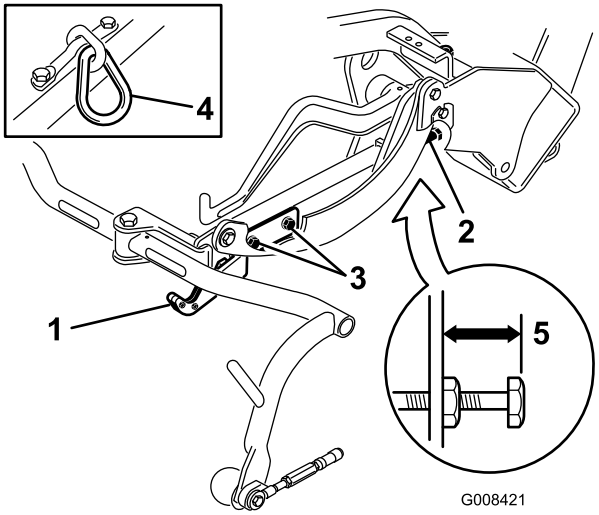
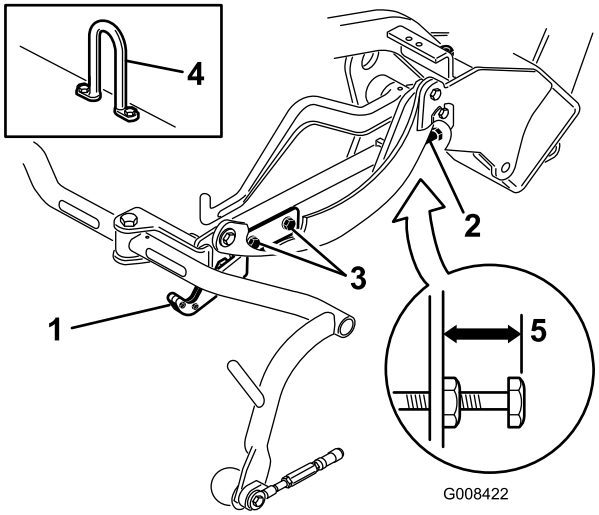
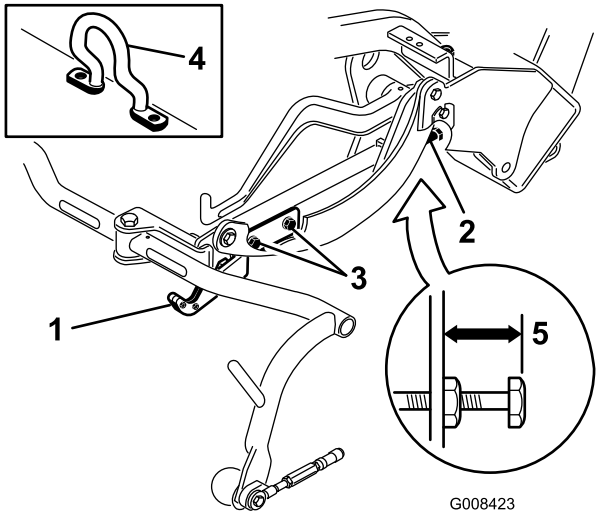

Figur 13
Figur 14
Figur 15
Sjekk transporthøyden (Figur 13 og Figur 14), og juster om nødvendig.
2. På klippeenheter utstyrt med en kjedekobling eller en rett løftekrok (Figur 13 og Figur 14, innfelt) kontroller at avstanden fra toppen av justeringsskruen på bærerammen til baksiden av bærerammen er 22 mm. Hvis avstanden ikke er 22 mm, fortsett til trinn 4. Hvis klippeenheten er utstyrt med en forskjøvet løftekobling (Figur 15), fortsett til neste trinn.
3. På klippeenheter utstyrt med en forskjøvet løftekobling (Figur 15, innfelt), kontroller at avstanden fra toppen av justeringsskruen på bærerammen til baksiden av bærerammen er 25 mm. Hvis avstanden ikke er 25 mm, fortsett til trinn 4.
4. Løsne festeskruene for transportplaten (Figur 13, Figur 14 og Figur 15).
7. Hvis bærerammene ikke har samme avstand til bakken, løsne låsemutteren på bærerammens justeringsskrue (Figur 13, Figur 14 og Figur 15). Drei skruen utover for å heve, og innover for å senke. Stram sikringsmutteren når høyden er korrekt.